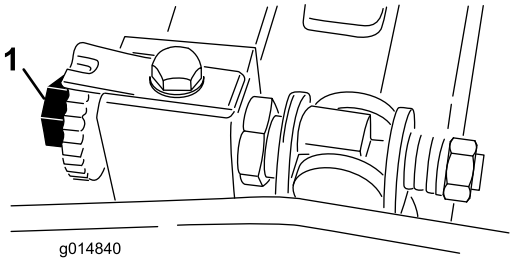
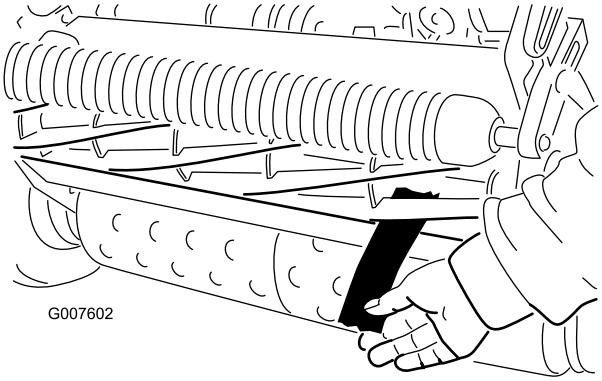

Figur 45
Figur 46
2. Sørg for, at der ikke er kontakt med knivcylinderen, ved at dreje bundtværstangens justeringsskruer mod uret (Figur 45).
4. Indsæt et langt stykke avispapir mellem knivcylinderen og bundkniven i den ene ende af cylinderens forside (Figur 46). Mens du langsomt drejer knivcylinderen fremad, skal bundtværstangens justeringsskrue drejes med uret (i samme ende af cylinderen) med ét klik ad gangen, indtil papiret klemmes let, når det sættes ind fra forsiden, parallelt med bundkniven. Dette bevirker, at der føles en let modstand, når der trækkes i papiret (Figur 45).
6. Når justeringen er udført, skal du kontrollere, at knivcylinderen kan klemme papir fast, når det indsættes forfra, og at den kan klippe papir over, når det indsættes i en ret vinkel i forhold til bundkniven (Figur 46). Det bør være muligt at klippe papir over med et minimum af kontakt mellem bundkniven og cylinderknivene. Hvis knivcylinderens modstand er for stor (mere end 0,79 Nm), skal klippeenheden enten baglappes eller slibes for at opnå de skarpe ægge, der er nødvendige til præcisionsklipning (se *Toro-vejledningen om slibning af knivcylinderen*).